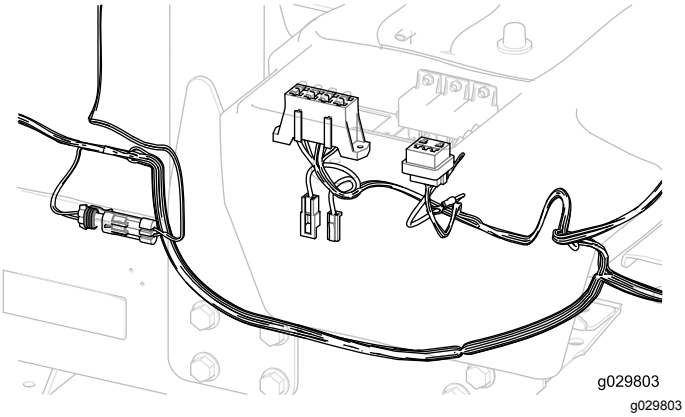

図 24
2. トラクションユニットの右下から、ワイヤハーネスのヒューズブロック部分を、ヒューズコンパートメントの中に引き入れる図 24。